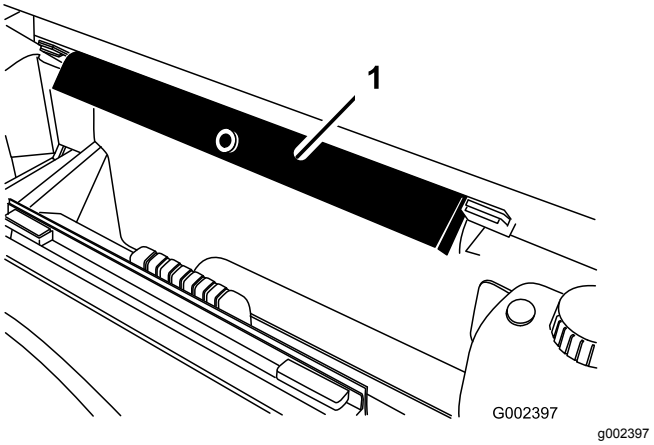

**Figur 78**
7. Fjern støtten til planet fra lagringsbrakettene på baksiden av veltebøylepanelet (Figur 78).